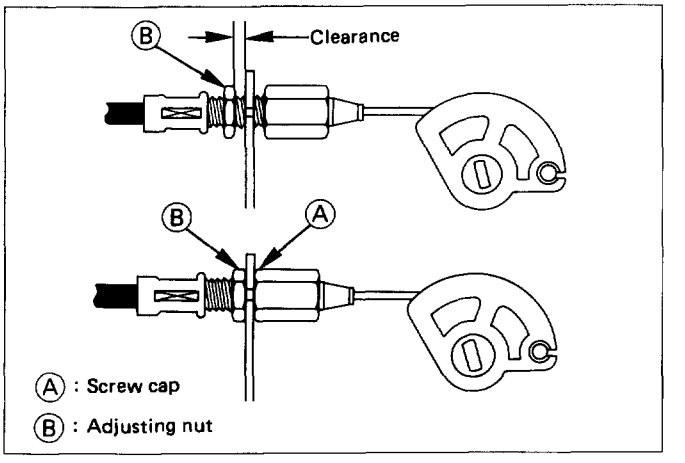

Fig. 6A1-57
- Accelerator pedal cable adjustment (Fig. 6A1-57)